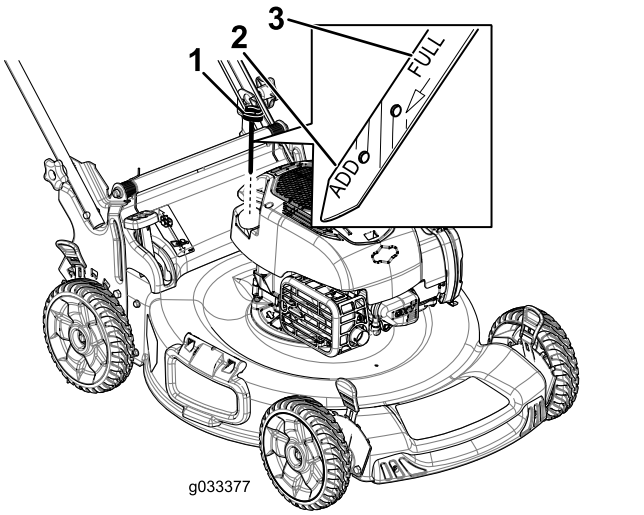

Figura 27
3. Retire la varilla girando el tapón en el sentido contrario a las agujas del reloj y tirando del mismo (Figura 27).
10. Observe el nivel de aceite en la varilla (Figura 27).